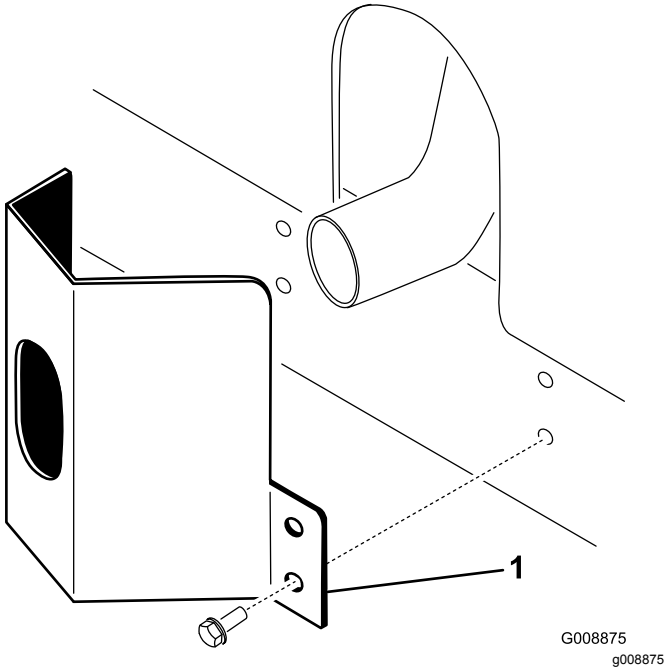

Figur 12
1. Placera avgasskyddet runt ljuddämparen och passa in monteringshålen mot hålen i ramen (Figur 12).
2. Fäst avgasskyddet vid ramen med fyra självgängande skruvar (Figur 12).